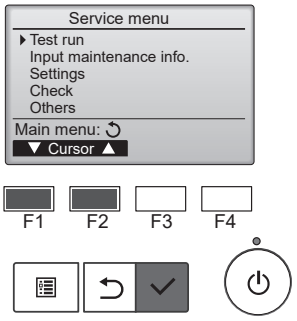

Fig. 7-1
(1) Dans le Menu SAV, sélectionnez “Test run” (Test fonctions) puis appuyez sur la touche [CHOIX]. (Fig. 7-1)